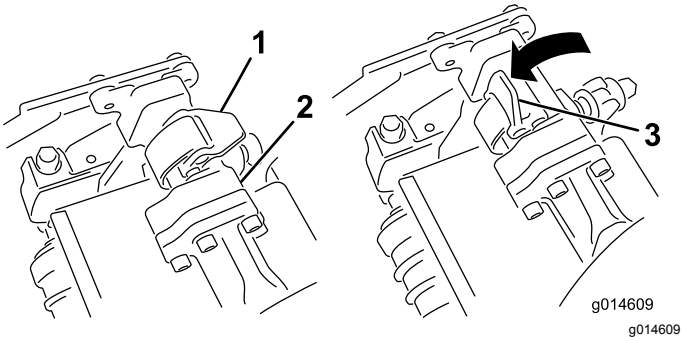
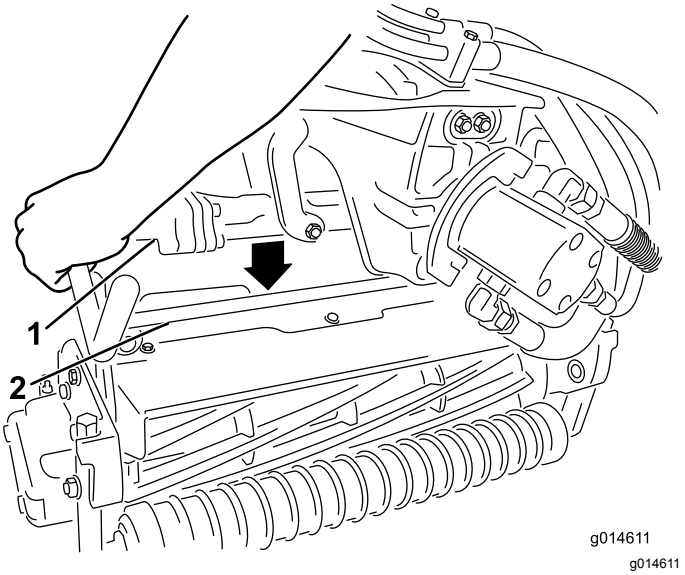

Figur 36
Figur 37
4. Åpne låsene på hjulopphengsarmbøylen slik at de peker opp (dvs. at de er åpne) (Figur 36), og trykk hjulopphengsarmen ned så bøylen ligger over klippeenhetens bøyle (Figur 37).
5. Skyv låsene ned og rundt klippeenhetsbøylen og lås dem slik at de sitter på plass (Figur 36).
5. Åpne låsene på hjulopphengsarmbøylen til klippeenheten du skal fjerne (Figur 36).